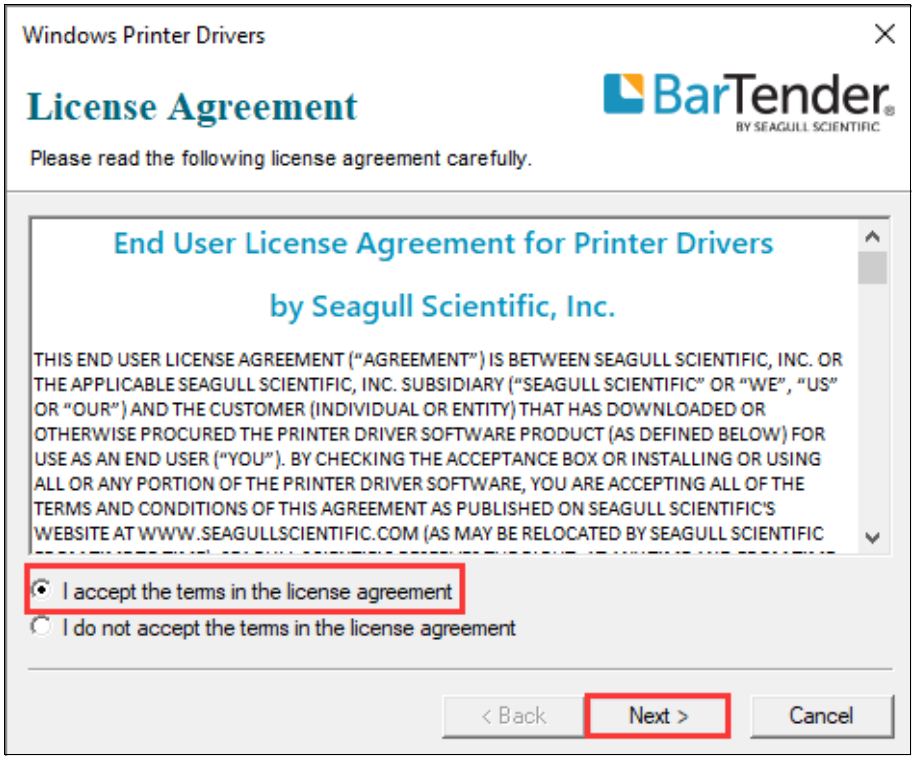

Figure 2-27 License Agreement Screen
3. Double-click the printer driver icon to bring up the "License Agreement" screen. Select "I accept the Items in the license agreement" and click "Next", as shown in Figure 2-27.